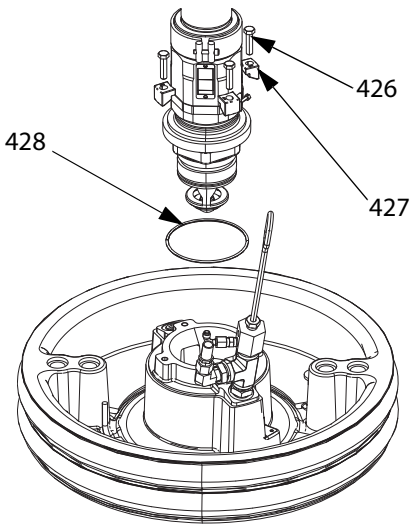

Rys. 35: Zestaw montażowy 55 galonów
1. Na płycie dociskowej (AD) umieścić pierścień uszczelniający o-ring (428) znajdujący się w zestawie montażowym. Po przymocowaniu do płyty na płycie dociskowej (AD) umieścić pompę wyporową (AC). Patrz Rys. 35.
2. Przykręcić kołnierz wlotu pompy do płyty używając do tego celu śrub (426), podkładek (425) i zacisków (427) znajdujących się w zestawie montażowym 255392.